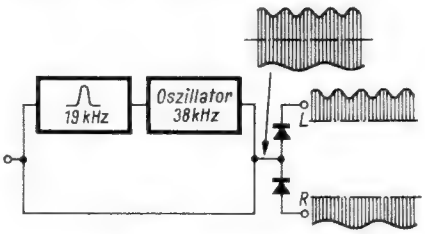

Bild 1. Die Hüllkurvendemodulation
1. Die *Hüllkurvenmodulation* als systematisch einfachstes Verfahren, dazu *Bild 1*.
Bild 1 zeigt das Blockbild. In einer Regenerierstufe wird zunächst der 38-kHz-Träger wieder hergestellt. Bei der folgenden Addition zum übrigen Signal entstehen dann die charakteristischen Hüllkurven des FM-Signals. Sie können durch eine nachfolgende Spitzengleichrichtung demoduliert werden. Die eine der Kurven, in diesem Falle die obere, enthält das Linkssignal, die andere das Rechtssignal. Durch das Hinzusetzen des Trägers werden Summen und Differenzsignal ständig in ihrer Phase so geändert, daß auf der einen Seite die Summe S + D = 2 L, auf der anderen die Differenz S − D = 2 R entsteht.